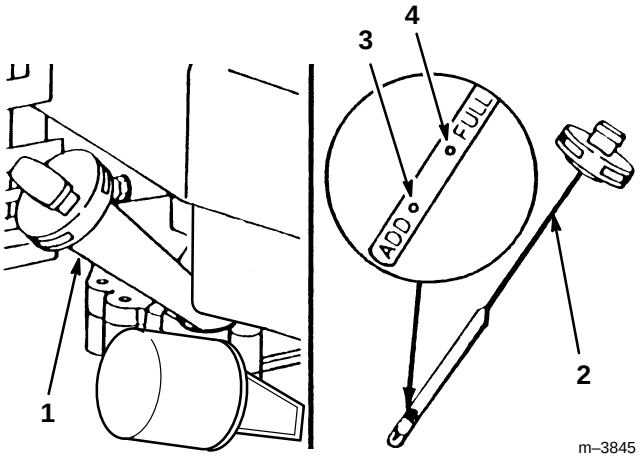

Figure 8
Fill crankcase with SAE 30 or 10W30 oil until oil level reaches FULL mark on dipstick as shown in (Fig. 8). The maximum crankcase capacity is 26 ounces (0.77 liters) of oil with the oil filter installed and 22 ounces (0.65 liters) without the oil filter installed. Use any high quality detergent oil having the American Petroleum Institute (API) "service classification" — SF, SG, SH or SJ.
Before each use, ensure oil level is between ADD and FULL marks on dipstick (Fig. 8). Add oil if level is low.
3. Wipe dipstick and insert it into filler neck. Rotate cap clockwise 1/4 turn. Then remove dipstick and check level of oil (Fig. 8). If level is low, add only enough oil to raise level to FULL mark on dipstick. **DO NOT FILL ABOVE FULL MARK BECAUSE ENGINE COULD BE DAMAGED WHEN STARTED. POUR OIL SLOWLY.**
1. CHECK OIL LEVEL—Maintain oil level between ADD and FULL marks as shown on dipstick (Fig. 8).